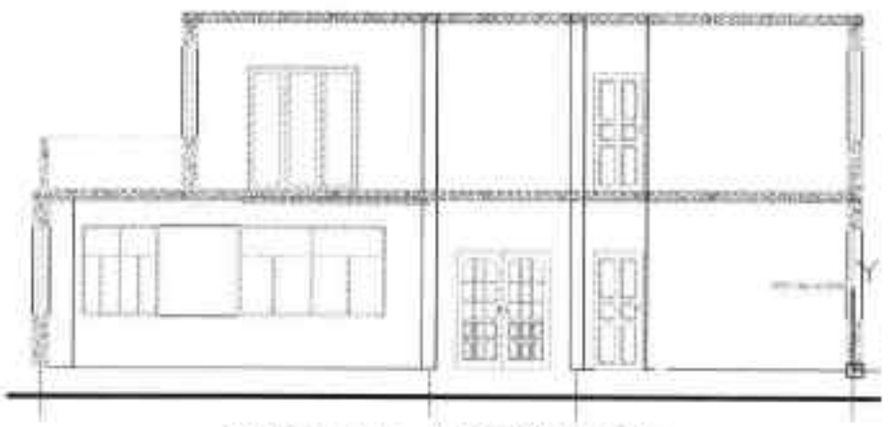

图18-115 填充剖面墙体
Step46 执行“剖面填充”命令，对剖切的墙体进行填充设置，其效果如图 18-115 所示。